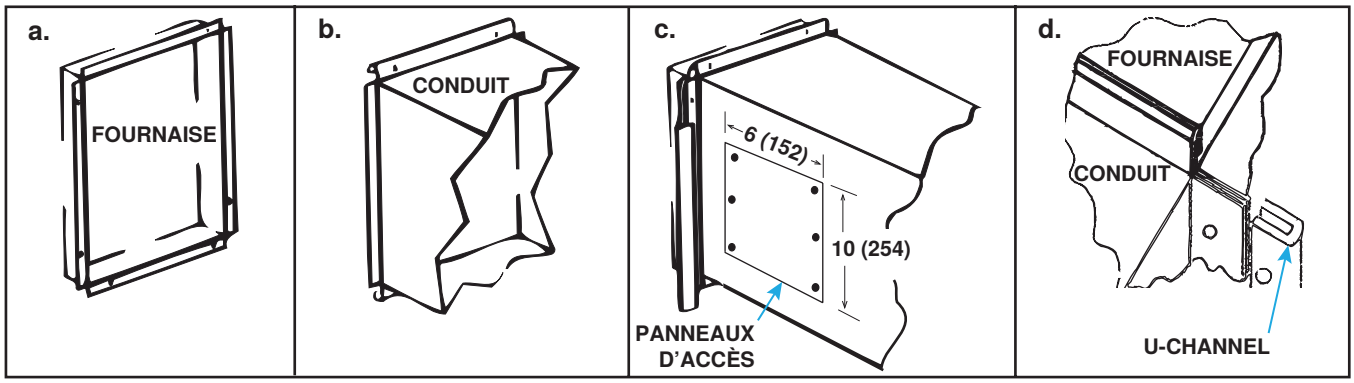

Figure 4. Raccordement des conduits à la fournaise
- **Raccordement horizontal du conduit d'alimentation en air au la fournaise :** Branchez le conduit au la fournaise conformément aux étapes suivantes illustrées à la **Figure 4** :
- **Panneaux d'accès :** Les conduits doivent être dotés de panneaux d'accès (voir **Figure 4**) du côté en amont et du côté en aval de l'appareil de chauffage. Les ouvertures doivent être accessibles lorsque l'appareil de chauffage est en marche et doivent avoir au moins 6 × 10 pouces (152 × 254 mm) pour permettre à la fumée ou à la lumière réfléchie d'être observée en cas de fuite de l'échangeur d'air. Attachez les panneaux de manière à éviter les pertes de chaleur.